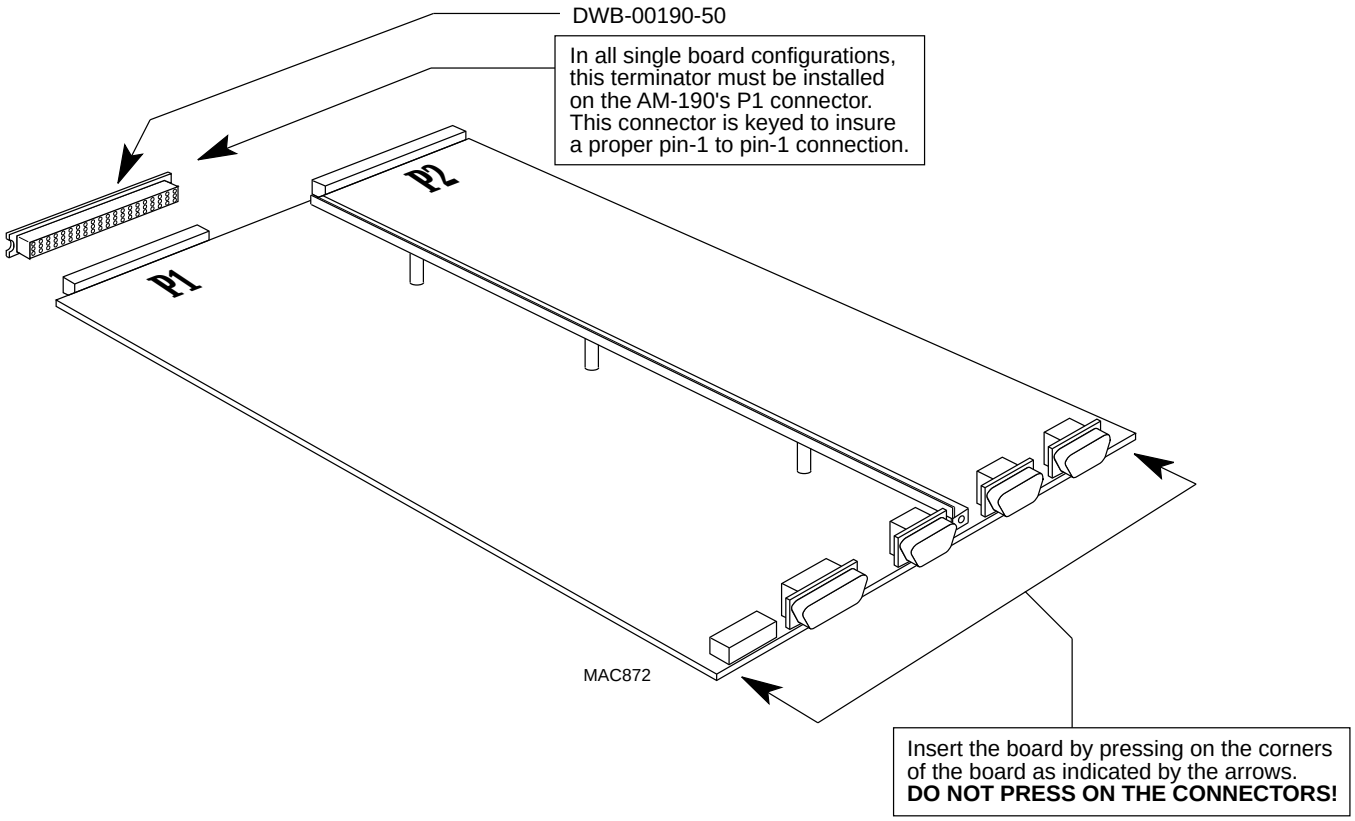

Figure C-8. AM-190 Board Insertion Method
Before handling the AM-190 board, make sure you are properly grounded. This is essential as there are a number of static sensitive components on the AM-190 board. Also, when handling the board be extremely careful not to flex or twist the board. If you have installed the PDB-04000-53 motherboard kit, you need to use extra caution when inserting the AM-190 board into the VME connectors on the motherboard. When pressing the board into position, use only the amount of force necessary to seat the board into the connectors; avoid over stressing the board. Also, do not press against the I/O connectors on the AM-190 board; press the board into position using the corners of the board as shown in Figure C-8:
1. If you are installing the AM-190 board in a single board configuration (no VME motherboard), you must install the terminator (DWB-00190-50) as shown in Figure C-8. This terminator (included in the installation kit) installs on the AM-190's P1 connector.